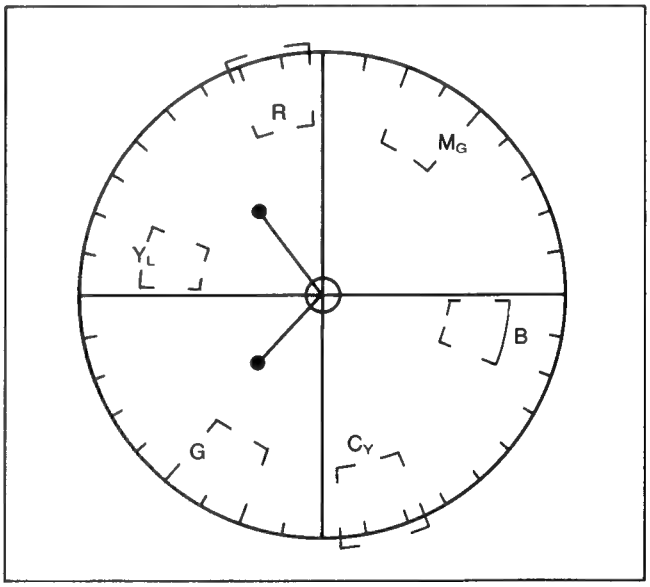

Fig. C20
(1) Set the WHITE BALANCE Switch on the Camera Operation Unit to the "INDOOR".
(2) Remove the jumper wire between TP4, TP5 and TP6.
(3) Adjust the W.B. (R–Y OFFSET) and W.B. (B–Y OFFSET) Controls (VR314 and VR315) so that the colour vectors move to the centre of screen on the vectorscope. (Refer to Fig. C20.)